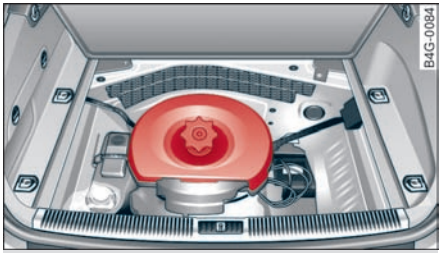

图 222 行李箱：随车工具的盖板
- ▶ 逆时针转动手轮 ⇨ *图 222*，然后取出盖板或替代车轮*。